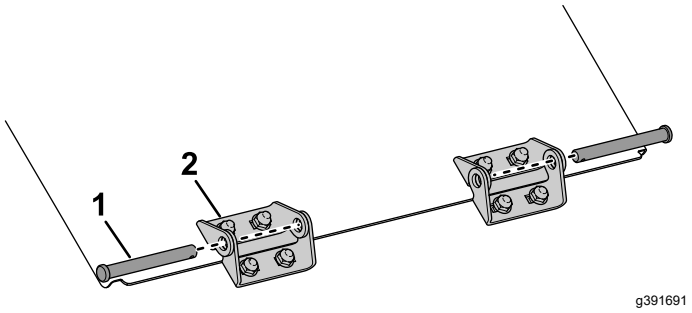
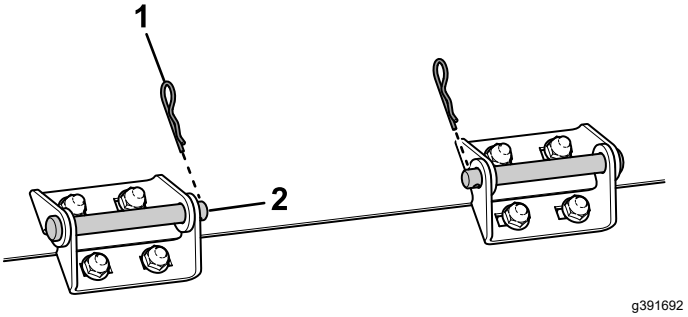

Figur 8
Figur 9
7. Montera trågluckan på maskinen genom att ansluta gångjärnens två sidor med gångjärnssprinten enligt Figur 8 och Figur 9.